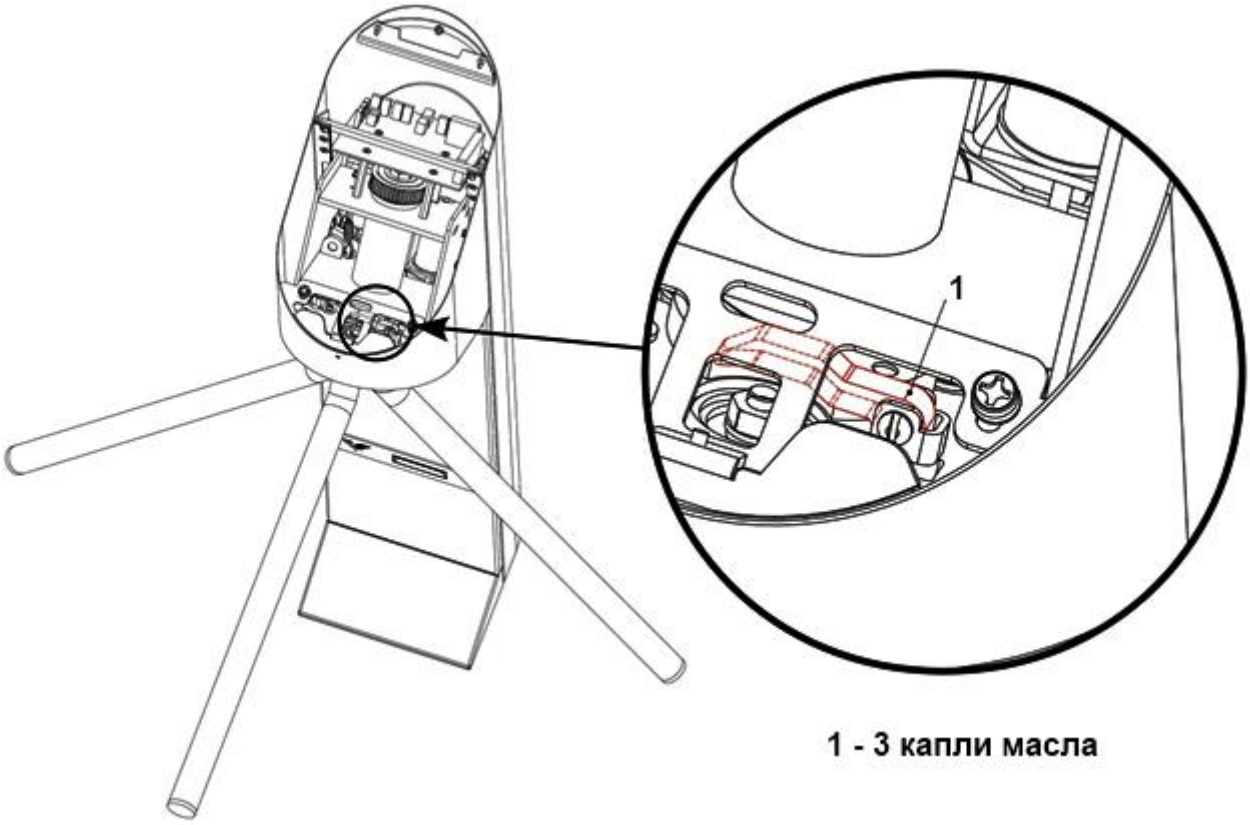

Рисунок 22 – Ось вращения кулачка разблокировки планок
3.7.4 Рисунок 22 – смазать ось вращения кулачка разблокировки планок.